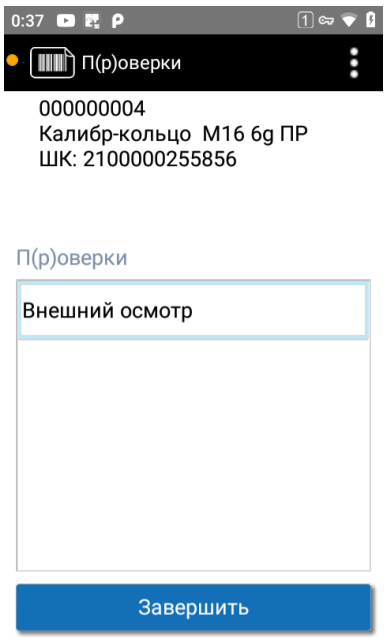

Рисунок 133. Список п(р)оверок пенала
2. Откроется список п(р)оверок для номенклатуры пенала (см. Рисунок 133). Выберите проверку.